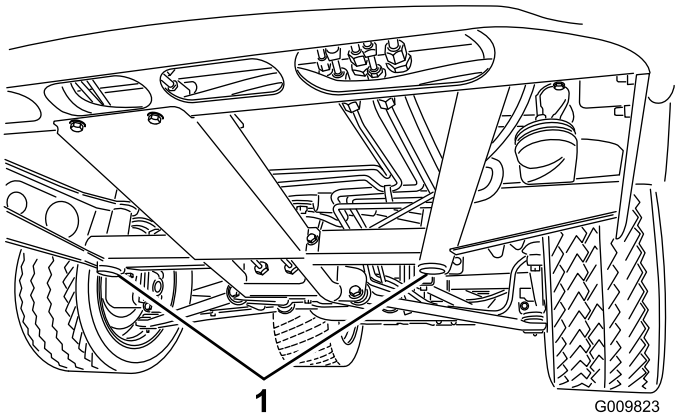
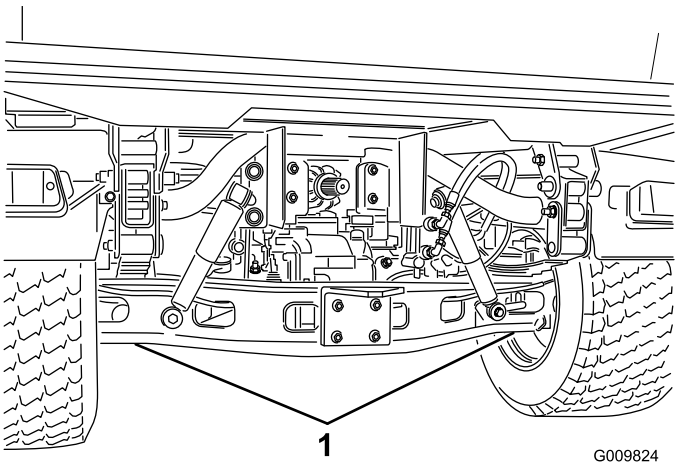

Figur 33
Figur 34
- Donkraftpunktet foran på køretøjet er under stelstøtten midt på (Figur 33) og bagpå under akslen (Figur 34).